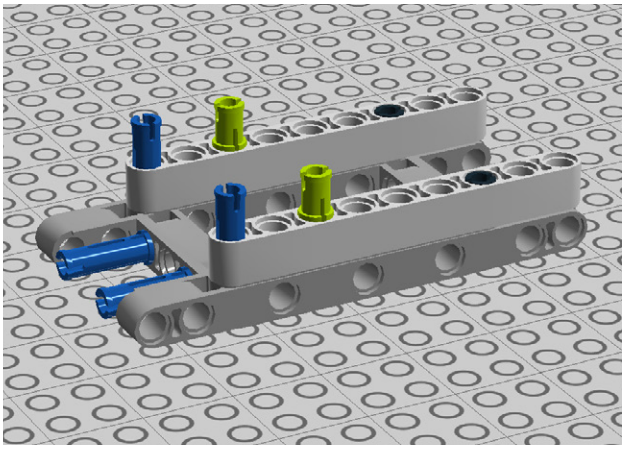

Figure 7-23. *Step 16: Connecting some pegs*
16. Add two connector pegs to the beams. Figure 7-23 shows how they go in.